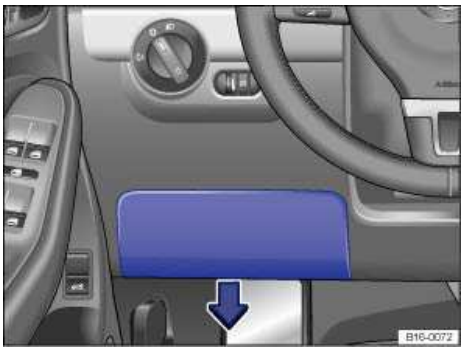

Fig. 178 On the driver side in the instrument panel: Fuse box cover.
- Pull the lower part of the cover in the direction of the arrow ⇒ fig. 178 and remove the cover from the bottom.
- To **install**, guide the cover from the bottom into the instrument panel and push in the direction opposite to the arrow ⇒ fig. 178 until you can hear it latch into place.